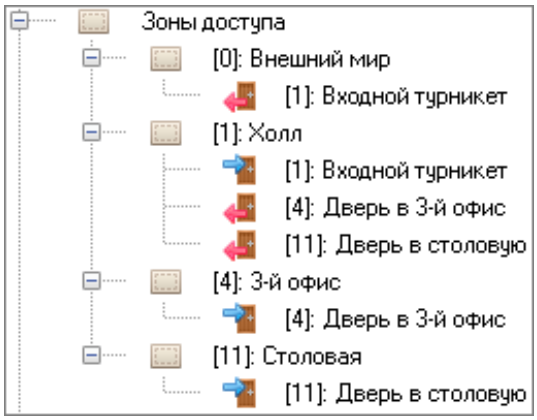

Рисунок 6-736 Зоны доступа в составе приведенного в пример объекта
- Зоны доступа (см. Рисунок 6-736):